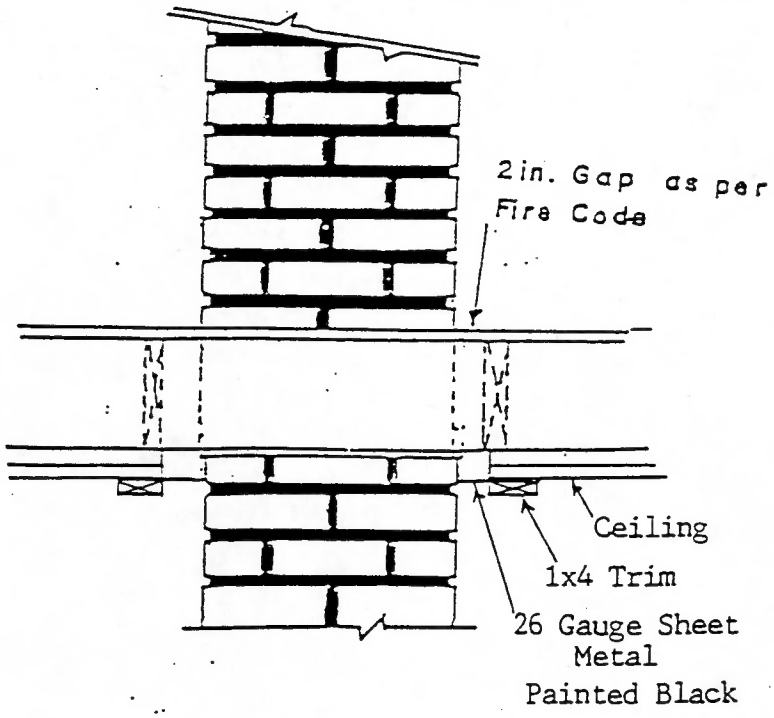

Fig 2; Sec D
2. Chimney preparation procedures are crucial for effective insulation performance. Such preparation serves three (3) purposes: to reduce thermal bypasses; to provide a fire-stop; to maintain the required 2 inch chimney clearance from combustible materials.
a. Install a fire-stop and air barrier at all chimney penetrations; cellar through first floor and the attic using flashing consisting of 26 gauge sheetmetal strips fastened in place with screws and sealed with high temperature caulk. For installation ease, the 26 gauge sheetmetal should be bent to form an ell (90°). (See Fig. 2; Sec. D)